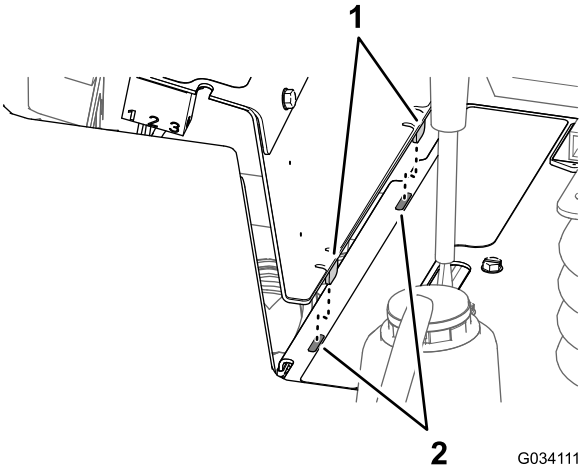

Figur 58
2. Tilret de to tapper nederst på sidepanelet med de to riller i stellet til konsollen (Figur 58).